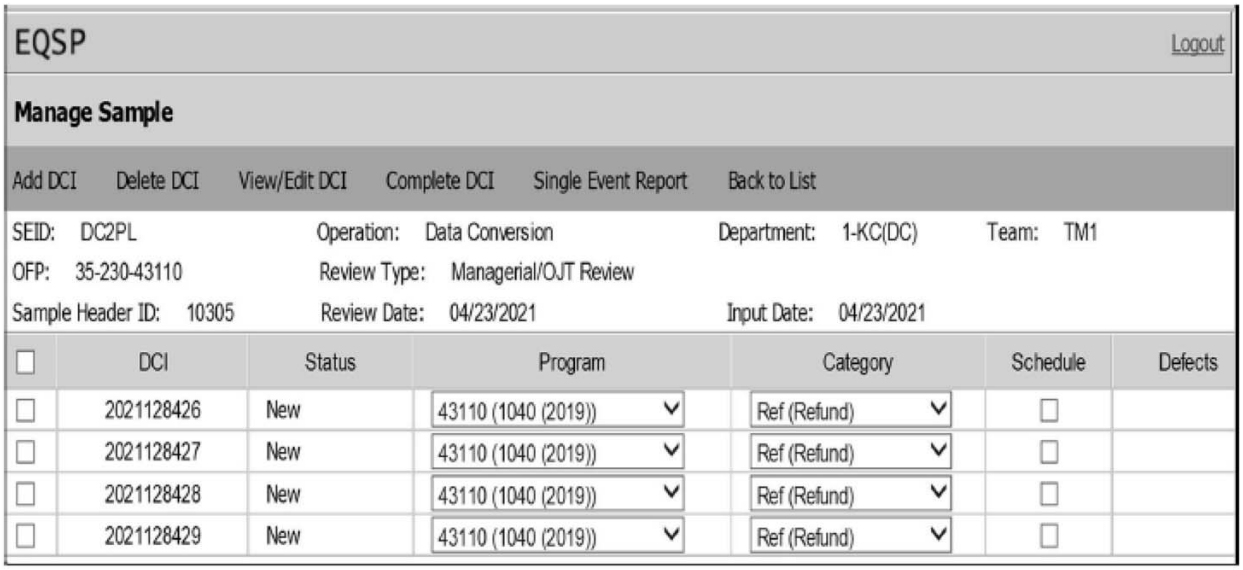

Figure 3.30.30-13 Manage Sample Screen
(1) The EQSP Manage Sample screen allows you to manage all of the parameters associated with a sample. See Figure 3.30.30-13.